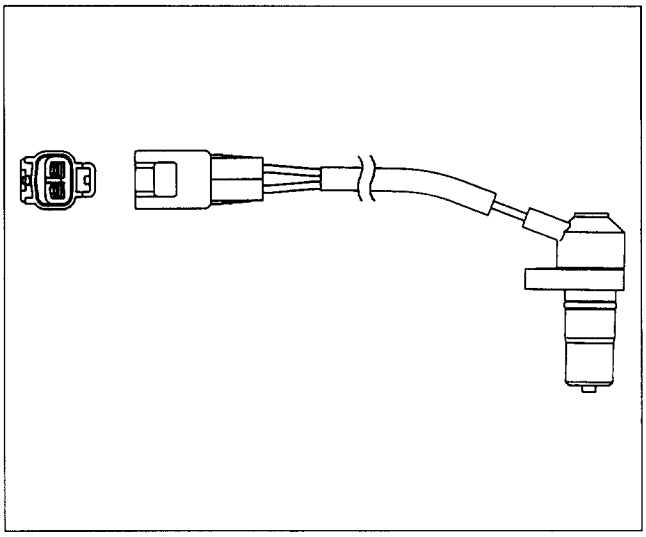

Figure 32. Vehicle Speed Sensor 1
- The number of pulses generated is four pulses (AC) per one rotation of the pinion shaft (figure 32).